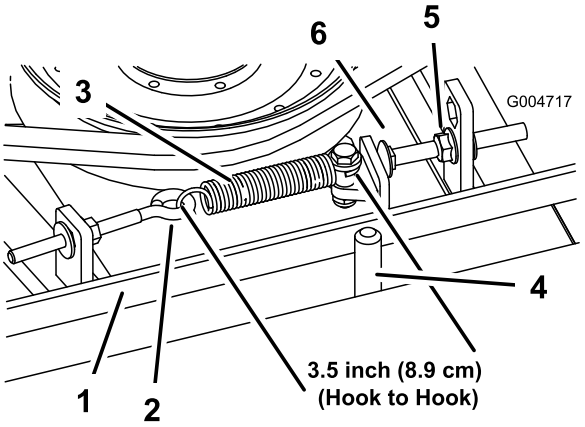

Figura 70
Quando a tensão estiver correcta, a medida da mola de extensão (gancho a gancho) deverá ser de cerca de 8,9 cm ± 6 mm (lado interior). Logo que se obtenha a tensão correcta da mola, ajuste o pino de fecho (parafuso da carroçaria) até haver uma folga aproximada de 3 mm +1,5/-0,0 mm entre a cabeça do parafuso e o braço intermédio (Figura 70).
Nota: Certifique-se de que a correia está colocada no lado da mola do guia da correia (Figura 70).
2. Desaperte o parafuso com olhal permitindo a remoção da mola de extensão (Figura 70).
3. Desaperte a porca flangeada que fixa o pino de fecho na patilha de montagem. Puxa a porca ligeiramente para trás para permitir que o braço intermédio passe pelo pino de fecho (Figura 70). Retire a polia intermédia da correia para aliviar a tensão da correia.
8. Volte a ligar a mola de extensão (Figura 70) ao parafuso de olhal e aplique a tensão na correia como se segue: